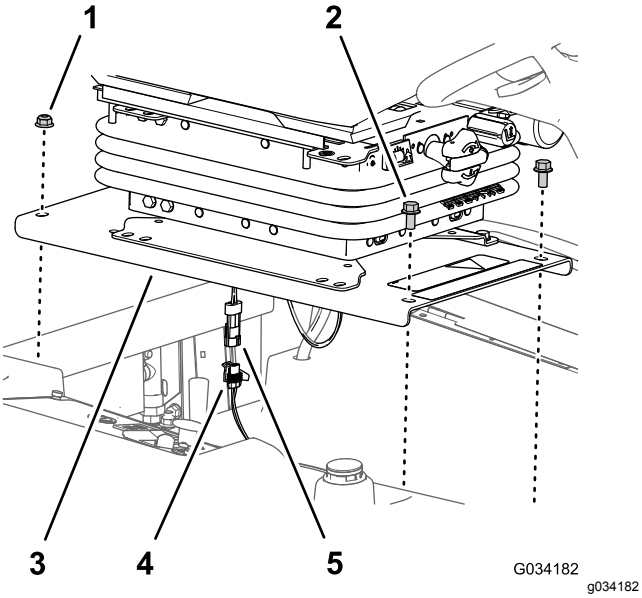

Figur 33
1. Fjern de to flangehovedbolte (3/8 x 3/4 tomme), der fastgør sædepladens forside til maskinens chassis (Figur 33).
2. Fjern de to flangelåsemøtrikker (3/8 tomme), der fastgør sædepladens bagside til maskinens chassis (Figur 33)..
4. Frakobl konnektoren med 2 ben på dødemandskontaktens ledningsnet fra konnektoren med 2 sokler på maskinens ledningsnet (Figur 33).
2. Tilkobl konnektoren med 2 ben på dødemandskontaktens ledningsnet til konnektoren med 2 sokler på maskinens ledningsnet. Se Figur 33.
3. Ret de bageste huller i sædepladen (Figur 33) ind efter de 2 bræddebolte (3/8 x 1 tomme) i kølerens kanal.
4. Monter sædepladen (Figur 33) på bræddeboltene med de to flangelåsemøtrikker (3/8 tomme), du fjernede i trin 2 i Afmontering af sædet og sædepladen (side 41).
5. Tilret de forreste huller i sædepladen (Figur 33) efter gevindet på tankens stænger.
6. Monter sædepladen (Figur 33) på tankens stænger med de to flangehovedbolte (3/8 x 3/4 tomme), du fjernede i trin 1 i Afmontering af sædet og sædepladen (side 41).